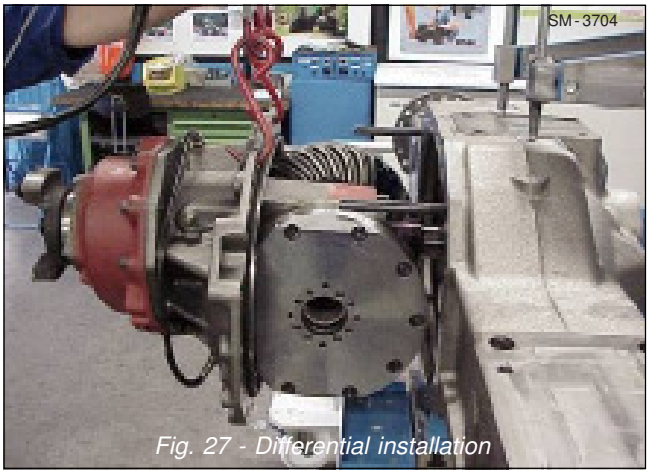

Fig. 27 - Differential installation
30. Mount the complete pre-assembled differential using the lifting device, 15503096, or using a suitable tool, into the axle housing (1). Refer to Figure 27.
31. The unit must be evenly pulled on to the two dowel pins (27) and one shear sleeve using threaded bolts and nuts.